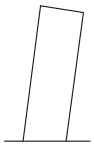

図6-5
●柱の上部と下部の相対寸法差が上記「②」の寸法を超えた図6-5の場合、シャッターが取付けられなかったり、シャッター取付け後に異音やキズが発生して正常に作動しなくなる場合があります。